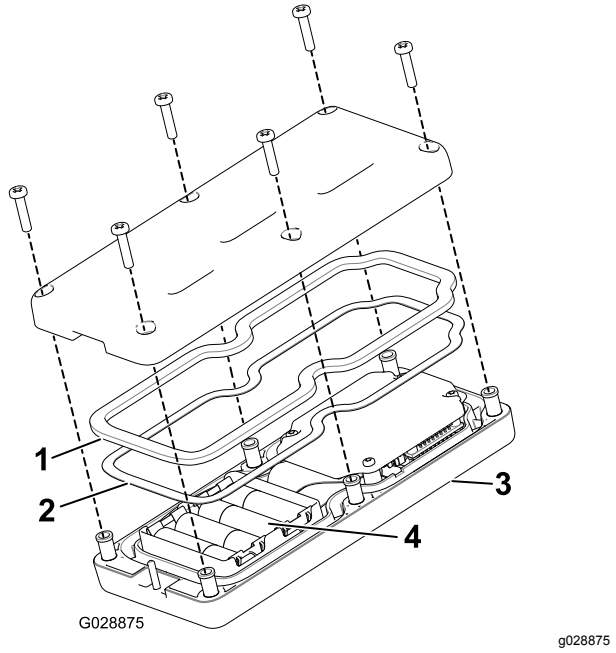

Figur 38
3. Fjern de seks skruene på baksiden av fjernkontrollen, og ta av dekslet (Figur 38).
5. Koble de nye batteriene til korrekt poler. (Hvis batteriene monteres feil, vil ikke enheten bli ødelagt, men den vil ikke fungere.) Batterirommet har merker for polaritet for hver pol (Figur 38).
6. Hvis du utilsiktet fjerner gummitetningen og stålpakningen, må du forsiktig legge dem på plass i kanalen i den håndholdte fjernkontrollen igjen (Figur 38).
7. Sett dekslet på plass og fest det med de seks skruene du fjernet tidligere (Figur 38) og stram til med et moment på 1,5 til 1,7 N·m.